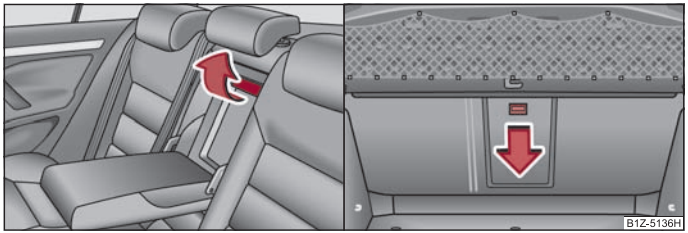

Fig. 78 Sièges AR: Poignée du couvercle/coffre à bagages : Touche de déverrouillage
– Tirer la poignée vers le haut jusqu'en butée et ouvrir le couvercle vers le bas ⇒ fig. 78, à gauche.
– Pousser la touche de déverrouillage vers le bas ⇒ fig. 78, à droite, et rabattre le couvercle (avec l'accoudoir) vers l'avant.